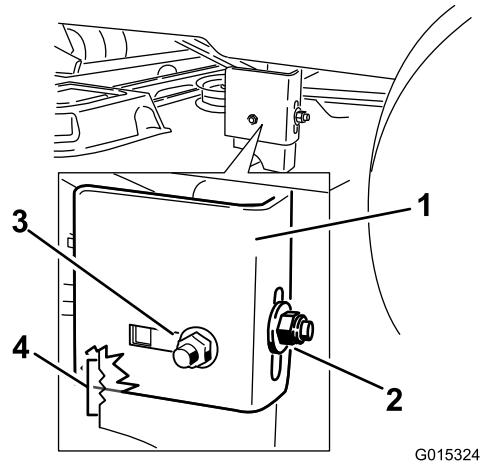
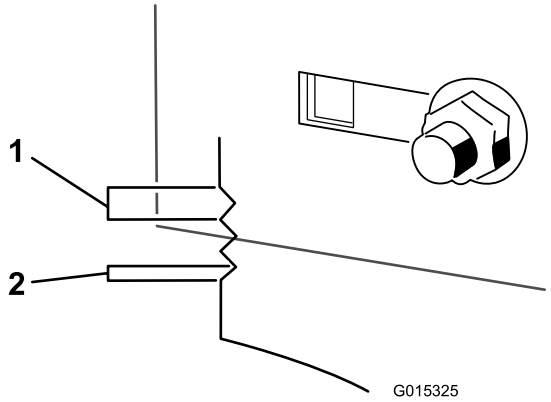

Figure 60
Figure 61
8. Loosen the rear locking nut on the hanger bracket (Figure 60).
9. Loosen the side locking nut on the hanger bracket just enough to allow the hanger to be adjusted (Figure 60). Use the notches on the welded bracket to measure the amount of adjustment. Each notch surface is equivalent to 0.25 inch, while a single side is 0.125 inch (Figure 61). Adjust the height of the mower deck to the desired height.
10. Stop the deck at the adjusted position and tighten the side locking nut on the hanger bracket to hold the new position (Figure 60). Tighten the rear locking nut on the hanger bracket.